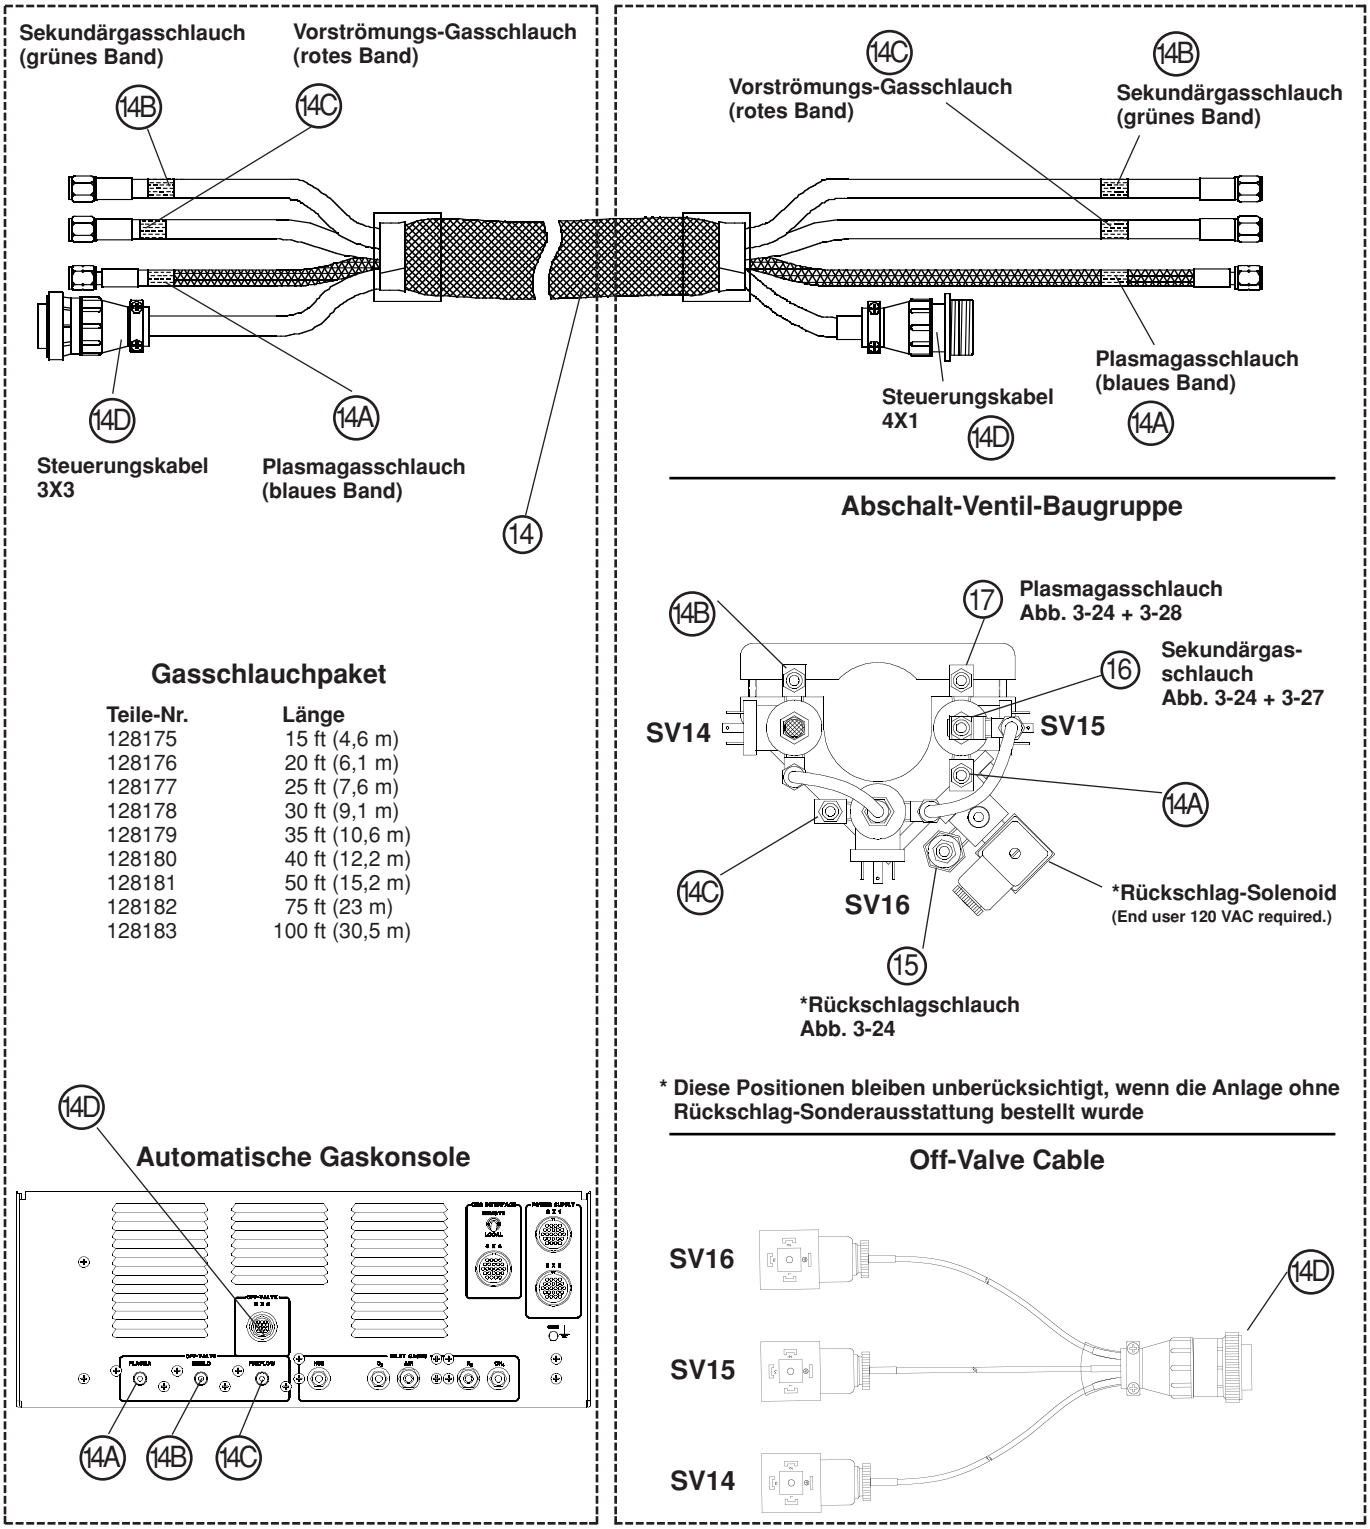

Abbildung 3-25 Verbindungen zwischen automatischer Gaskonsole und Abschalt-Ventil-Baugruppe
Verbindungen zwischen Gaskonsole und Abschalt-Ventil-Baugruppe (Abb. 3-25)
⑮ ***Rückschlagschlauch (Abb. 3-25)**